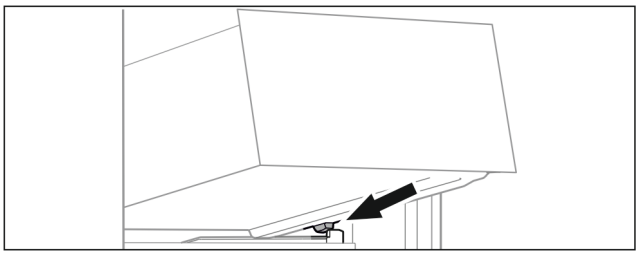

Fig. 167
▶ Placer le tiroir, en l'inclinant, derrière les butées sur la nervure de récipient. (voir Fig. 167)